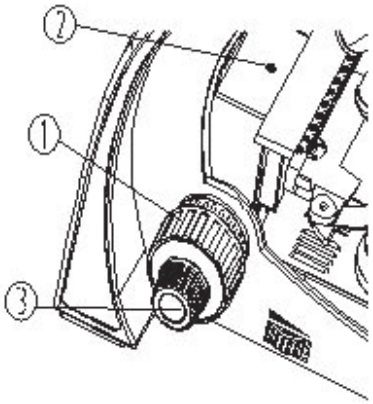

Fig. 9
- Ajuste el enfoque primero del lado derecho, con los controles macro ① y micrométricos ③ hasta encontrar la imagen deseada (fig. 9).
- Ajuste con el control micrométrico para enfocar la imagen. ③